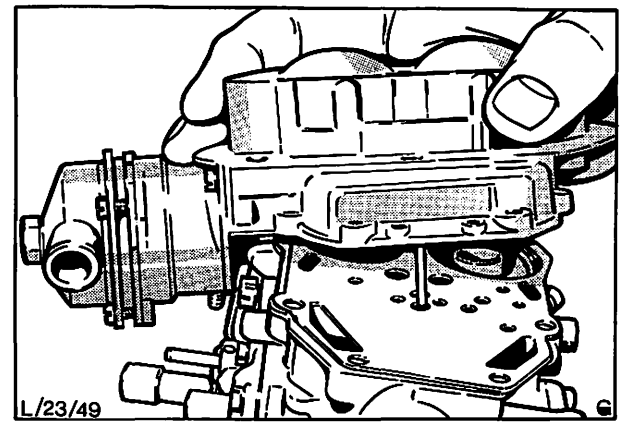

Abb. 106 Abnehmen des Vergaserdeckels
2. Schrauben (7) entfernen, Verbindungsstange der Startautomatik aushängen und Vergaserdeckel abheben, Abb. 106.